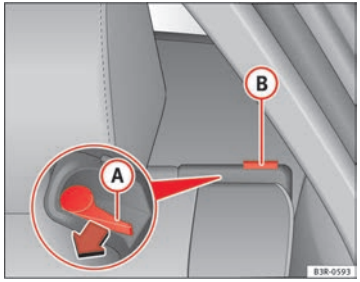

Fig. 118 Backrest release lever
– Press the release lever (A) ⇒ fig. 118 in the direction indicated by the arrow.